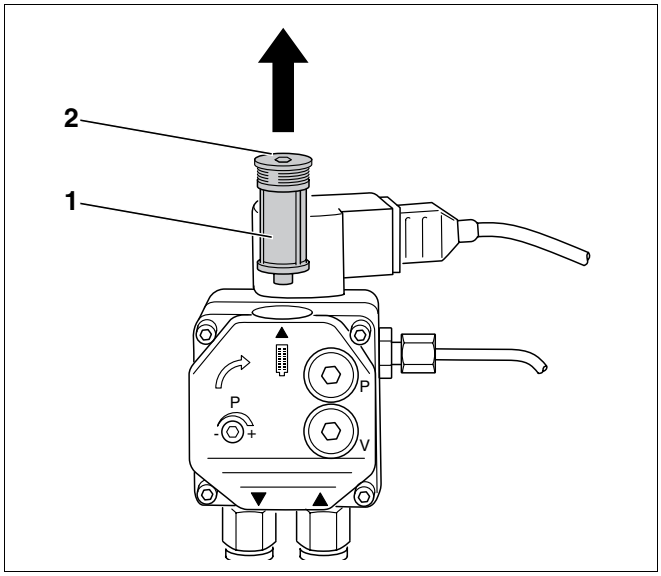

Fig. 40 Controllare il filtro della pompa del gasolio – pompa gasolio Danfoss
- Allentare la vite ad esagono cavo sul lato superiore (fig. 40, **pos. 2**).
- Sfilare il filtro della pompa del gasolio (fig. 40, **pos. 1**), tirando verso l'alto.
- Pulire il filtro della pompa del gasolio (fig. 40, **pos. 1**) con benzina solvente, eventualmente sostituirlo, e reinserirlo nella pompa del gasolio.